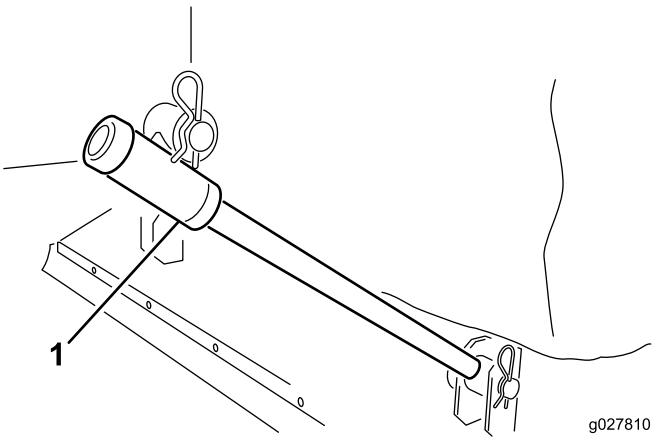

Bild 2
2. Schieben Sie die Zugarme auf die Rahmenstifte. Befestigen Sie jeden Zugarm mit einer Scheibe und einem Splint am Rahmenstift (Bild 2).